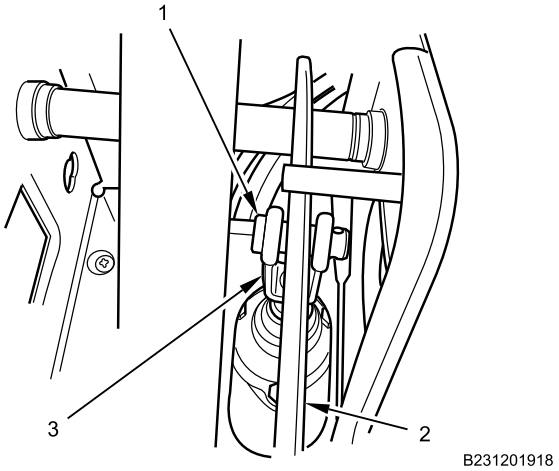

Figure 10. Brake Pedal Yoke Pin.
2. Install brake pedal yoke pin (Figure 10, Item 1) through DCM air brake valve assembly pushrod (Figure 10, Item 3) and brake pedal (Figure 10, Item 2).